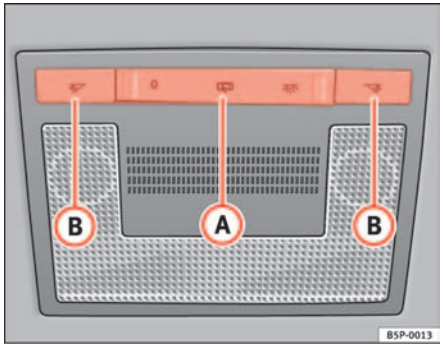

Fig. 80 Detail of the roof: Front reading light
The switch ⇒ fig. 80 (A) is used to select the following positions:
Turn the knob to the position O ⇒ fig. 80.